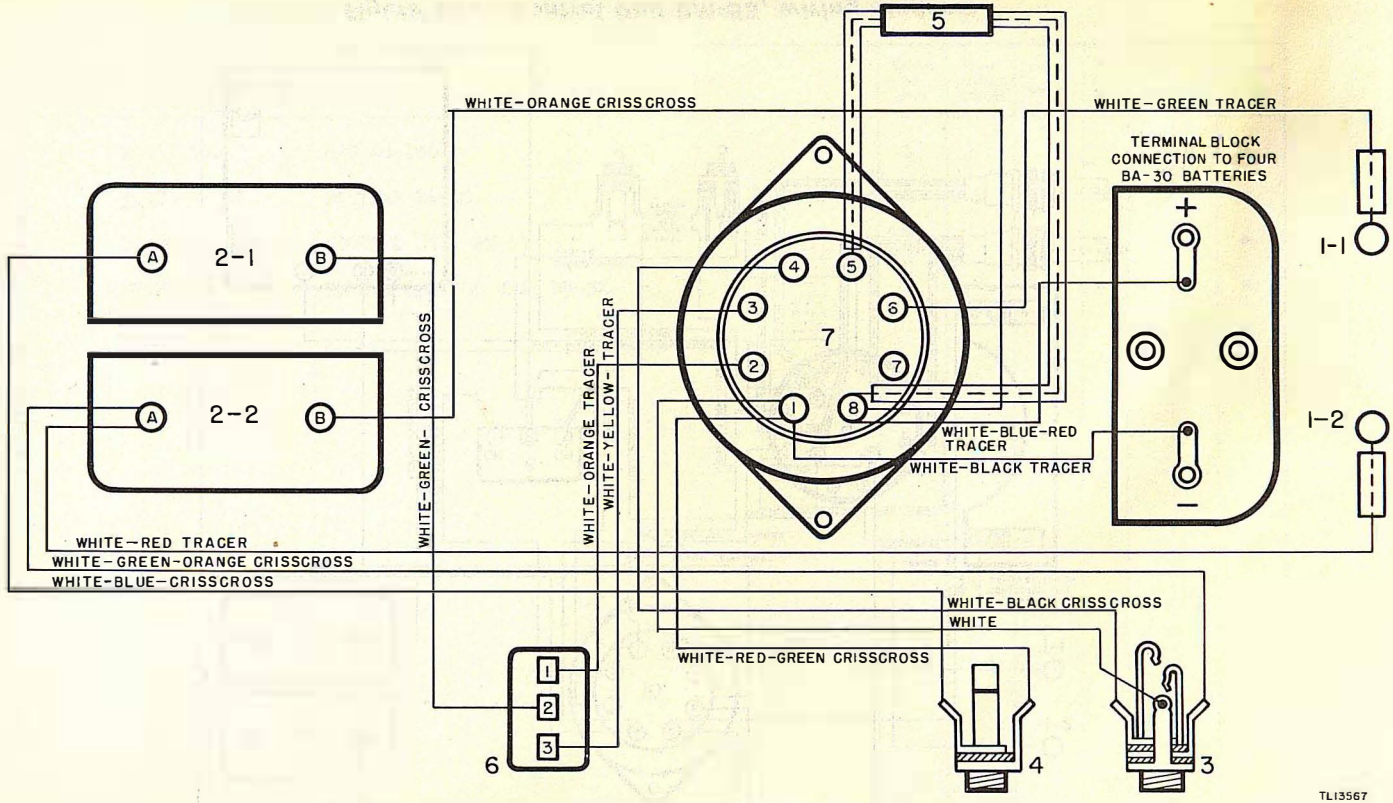

Figure 11. Remote Control Unit RM-52, wiring diagram.
(1) Remove the unit from the case.
(2) Check the battery contacts for corrosion. Clean all dirt from the contact surface. Make sure the contacts have sufficient spring tension to make good connection with the end of the battery.
(3) Check the HIGH-LOW toggle switch to make sure it is tight.
(4) Check all internal wiring to make sure connections are tight.
(5) Wipe or blow all dust and dirt from the parts and the inside of the metal case.
c. Continuity Check. A continuity check of each part will usually reveal the defect. Remove all batteries from the unit to be tested. Remove the microphone, headset, plugs, and the connections from the binding posts on the front panel. Refer to wiring diagram, figure 11.
(1) Check the HIGH-LOW toggle switch.
(2) Check resistor and capacitors for opens and shorts.
(3) Check transformer windings. The resistance of the windings of transformer 10 when measured with an ohmmeter that has a sensitivity of 1,000 ohms per volt, is as follows: (This also applies to transformer 7 in Control Unit RM-53.)